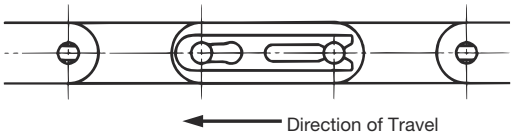

Figure 21: Spring Clip Installation
3) In general, the spring clip should be installed in the direction opposite to chain travel, as shown in the drawing below (Figure 21).